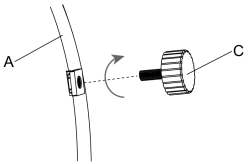

Figure 1
2. With the help of another person, carefully place the fire table (A) on its side on a non-abrasive flat surface to prevent scratching, check the four corners at the bottom of the fire table, then line up the foot glider (C) with the screw hole and screw clockwise (see Figure 1).